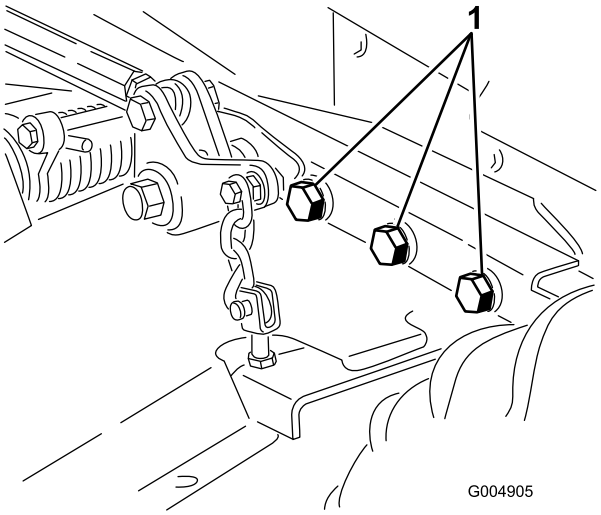

Figur 77
4. Kontroller, at der ikke er løse dele, som skal være fastspændte, og efterspænd dem om nødvendigt. Spænd især de seks bolte, der fastgør plæneklipperskjoldets ramme til traktionsenheden (Figur 77) med et moment på 359 Nm.